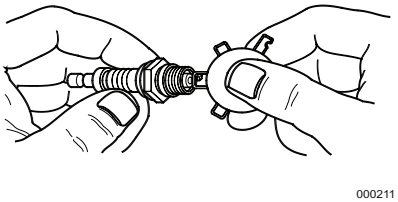

Figure 4-5. Bougie d'allumage
3. Vérifiez la distance entre les électrodes à l'aide d'une jauge d'épaisseur à fils et replacez les électrodes de la bougie d'allumage à une distance de 0,6 à 0,7 mm (de 0,024 à 0,028 po). Voir *Figure 4-5*.